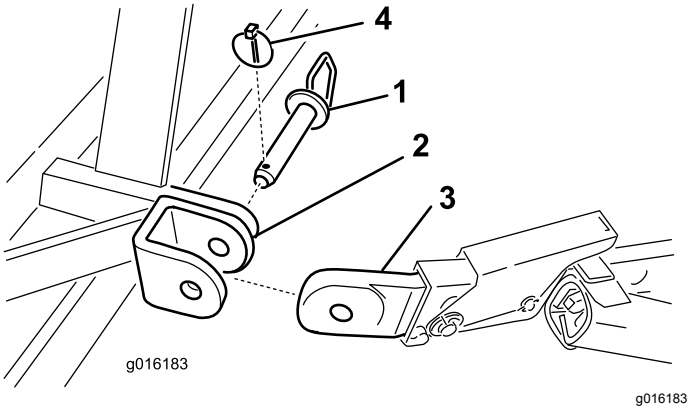

Figuur 4
5. Bevestig de onderste verbindingsarmen met koppelpennen en lynchpennen op de montagebeugels van de beluchter (Figuur 4).